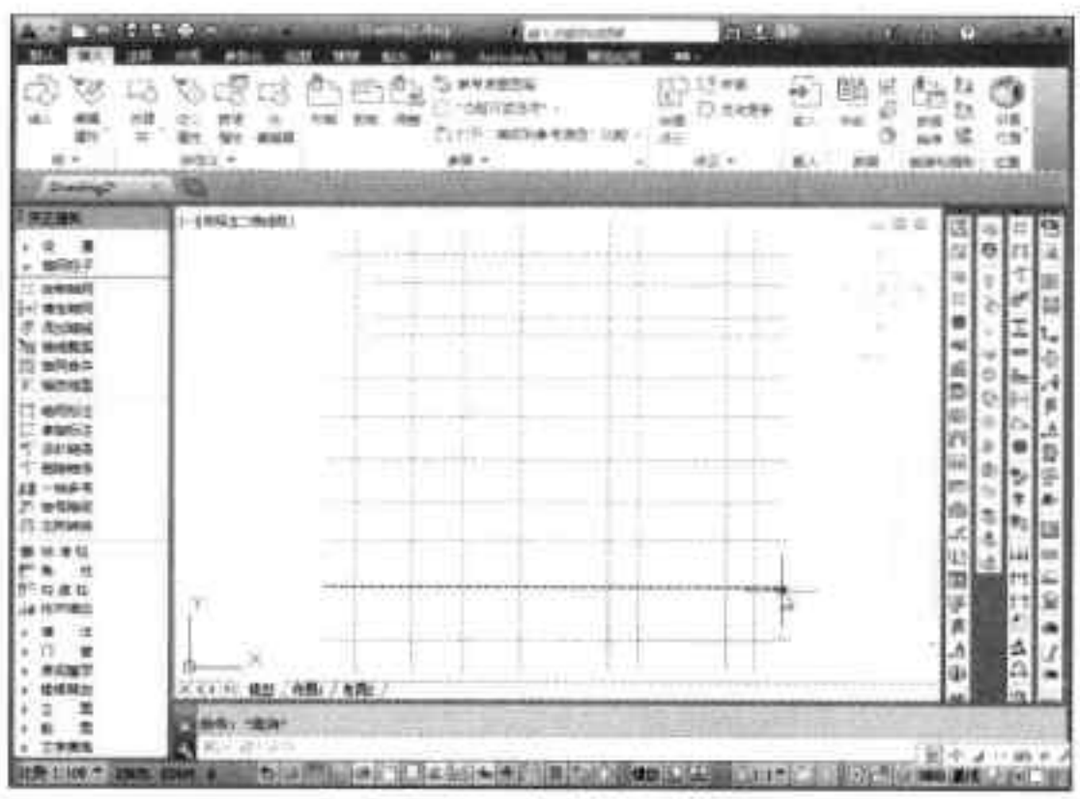

图16-25 完成轴网绘制
Step 08 指定完成后，即完成了墙体轴线的绘制操作，如图 16-25 所示。